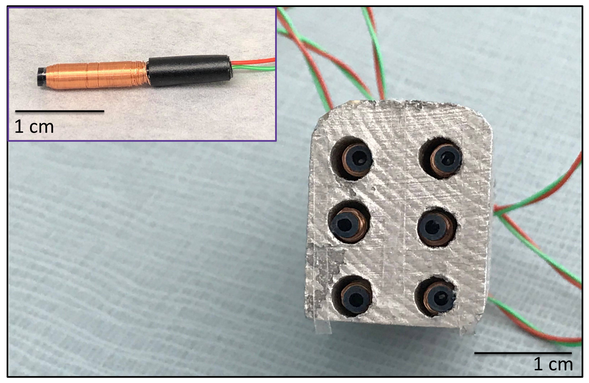

Figure 2: Solenoid array with inset of single coil
- Each solenoid coil has one wire leading to the 5V terminal and the other leading to the ground (Figure 2)